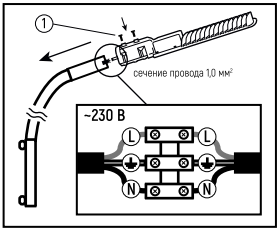

Рис.1
2. Обесточьте сетевой кабель питания и подключите к проводу светильника* (Рис.1).
4. Установите светильник на кронштейн, провод светильника поместите внутрь кронштейна или опоры (Рис.1).
5. Зафиксируйте светильник на кронштейне или опоре при помощи фиксирубщих винтов (1), расположенных на основании светильника (диаметр установочного отверстия для кронштейна указан в таблице технических харакртистик).